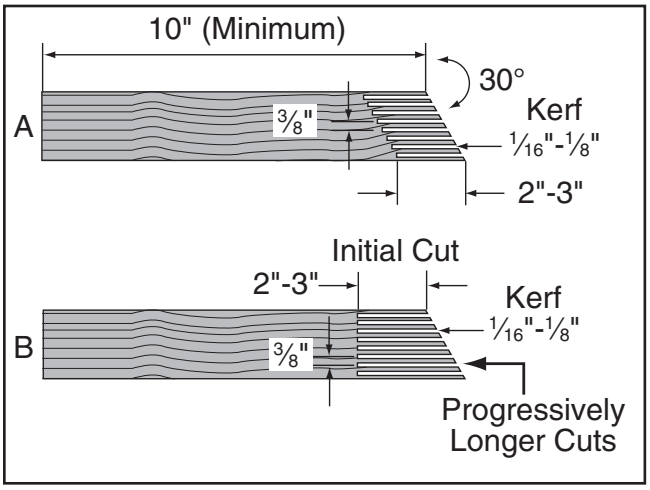

Figure 79. Patterns for featherboards (top view).
3. Make a series of end cuts with the grain ⅜"–¼" apart and 2"–3" long, as shown in **Figure 79** (A). Alternatively, start cuts at 2"-3" deep, then make them progressively deeper, as shown in **Figure 79** (B).